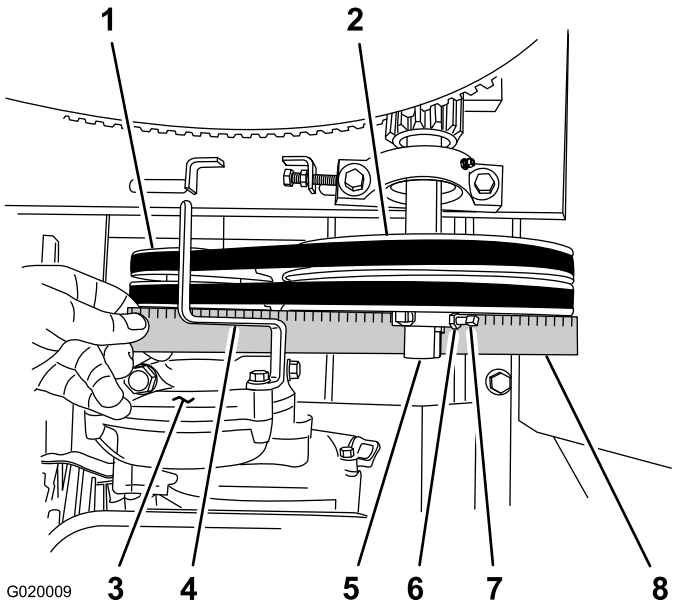

Figure 72
D. Placez une règle droite en travers de la poulie de moteur et de la poulie de tension (Figure 72).
E. Au besoin, faites pivoter le moteur sur le plancher moteur jusqu'à ce que la poulie de moteur et la poulie de tension soient alignées sur la règle droite (Figure 72).